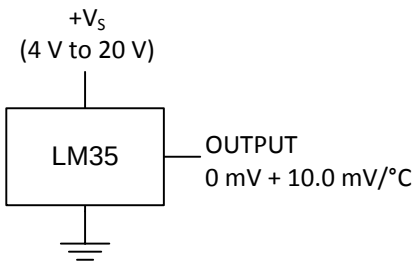

Figure 14. Basic Centigrade Temperature Sensor (2 °C to 150 °C)
Unless otherwise noted, these specifications apply: −55°C ≤ T_J ≤ 150°C for the LM35 and LM35A; −40°C ≤ T_J ≤ 110°C for the LM35C and LM35CA; and 0°C ≤ T_J ≤ 100°C for the LM35D. V_S = 5 Vdc and I_{LOAD} = 50 μA, in the circuit of Full-Range Centigrade Temperature Sensor. These specifications also apply from 2°C to T_{MAX} in the circuit of Figure 14.
(6) Quiescent current is defined in the circuit of Figure 14.